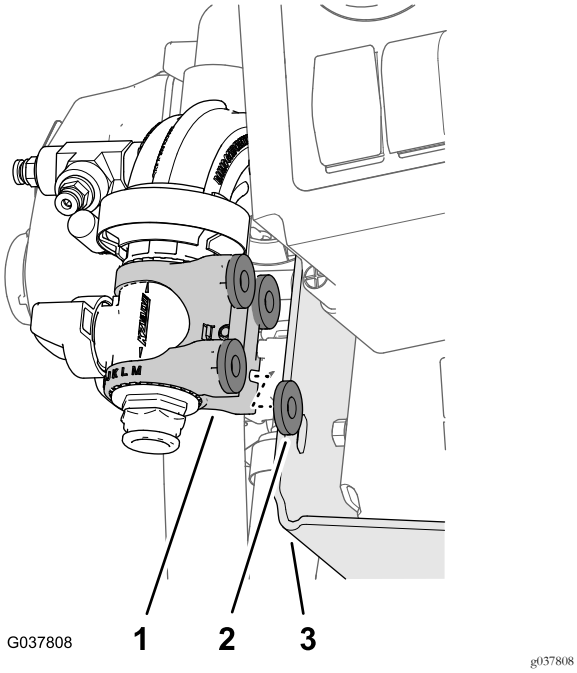

Figura 91
3. Alinee las 4 arandelas (5/16" x 13/16") entre la abrazadera de nylon de la válvula de cierre y el panel de montaje de las válvulas (Figura 91).